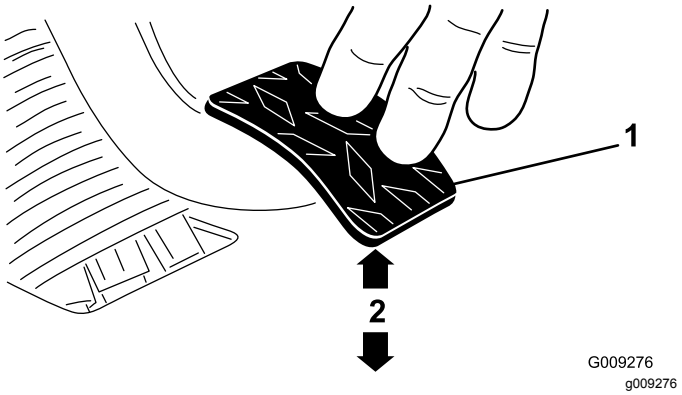

Figur 60
3. Juster låsemutterne og/eller kuleleddet helt til kanten bak på clutchpedalen er 9,2 til 9,8 cm fra toppen av gulvplaten med rombeprofil hver gang det øves en kraft på cirka 1,8 kg på pedalen (Figur 60).